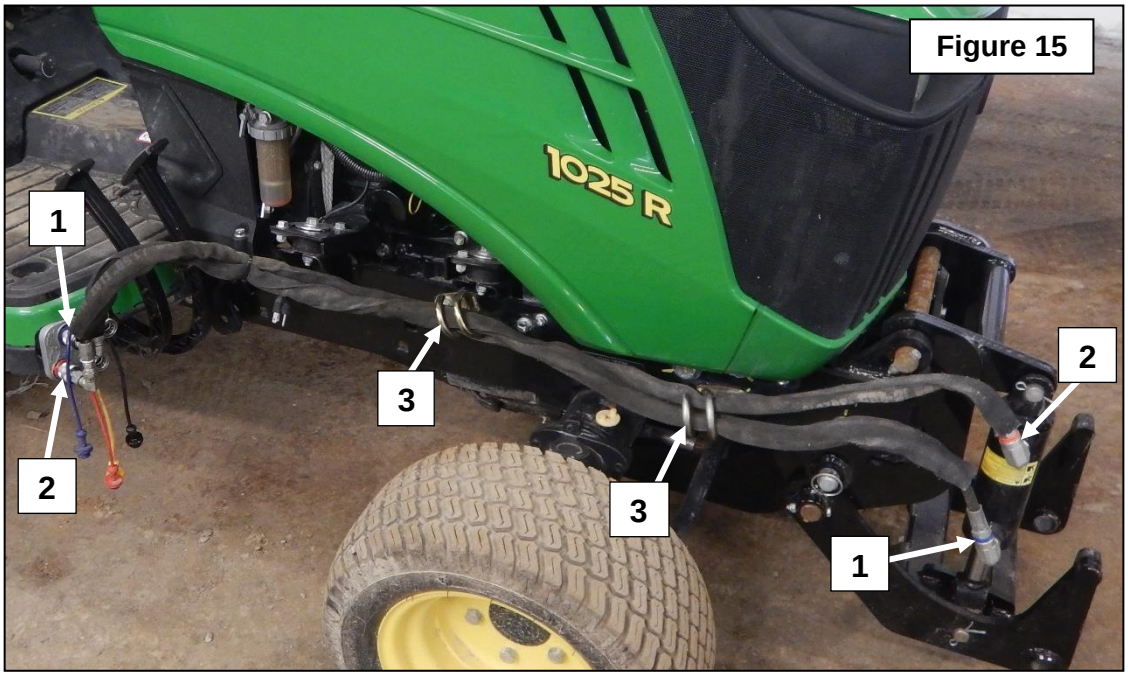

Figure 15
1. Regrouper tous les items énumérés dans le tableau de la figure 15.
2. **Figure 15 :** Insérer les boyaux (items 1 et 2) dans les deux supports de boyaux (item 3). Connecter le boyau de la prise supérieure du cylindre (item 2) à l'accouplement inférieur extérieur de la valve du tracteur et le boyau inférieur du cylindre (item 1) à l'accouplement supérieur extérieur de la valve te qu'illustré sur la figure 15.